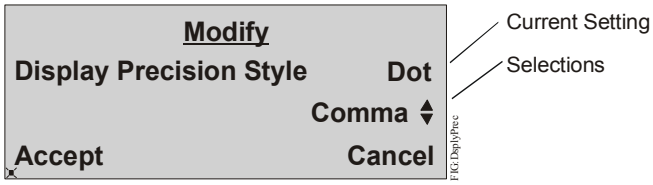

Figure 31: Modify Display Precision Style Page
4. On the Modify page, use the up/down arrow keys to select the style to use as the separator in a number (Figure 31).